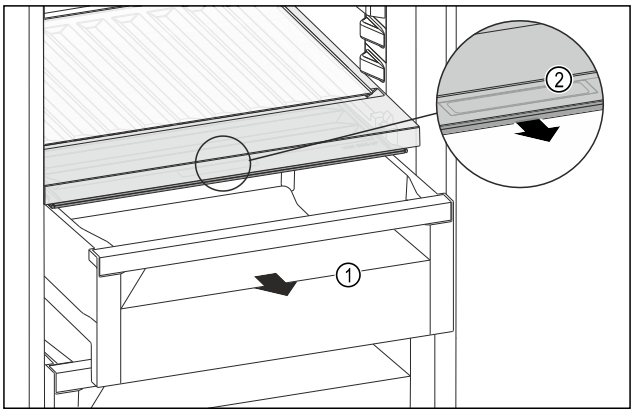

Fig. 170
- ▶ Izvelciet atvilktni *Fig. 170 (1)*.
- ▶ Satveriet nodalījuma vāka roktura padziļinājumu *Fig. 170 (2)* un vienlaikus pavelciet nodalījuma vāku uz priekšu.